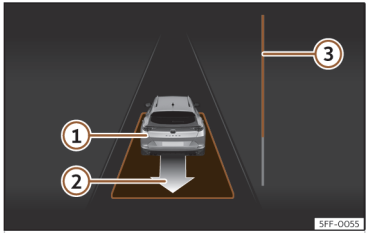

Abb. 153 Am Bildschirm des Kombi-Instruments: parallel zur Fahrbahn ausparken.
- Fahren Sie rückwärts, bis das Dauertonsignal des ParkPilot ertönt; **ODER:** fahren Sie zurück, bis am Bildschirm des Kombi-Instruments die Anzeige zur Vorwärtsfahrt erscheint. Die Fortschrittsanzeige ››› **(Abb. 153)** ③ zeigt den zurückzulegenden Abstand an.